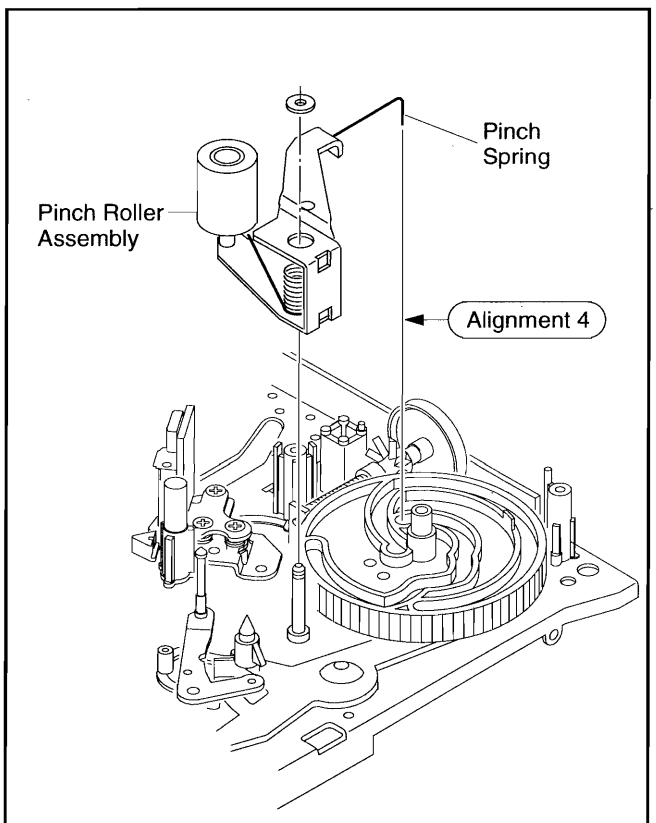

Fig. AL5
1. Ensure that the Spring of the Pinch Roller Arm Assembly is positioned in the end of the groove of the upper Cam as shown in Fig. AL5.